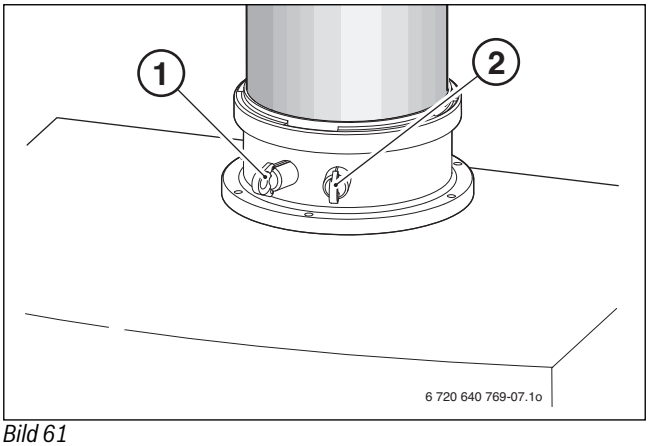

Bild 61
- ▶ Stopfen am Verbrennungsluft-Messstutzen [2] entfernen (→ Bild 61).
- ▶ Stopfen am Abgasmessstutzen [1] entfernen (→ Bild 61).